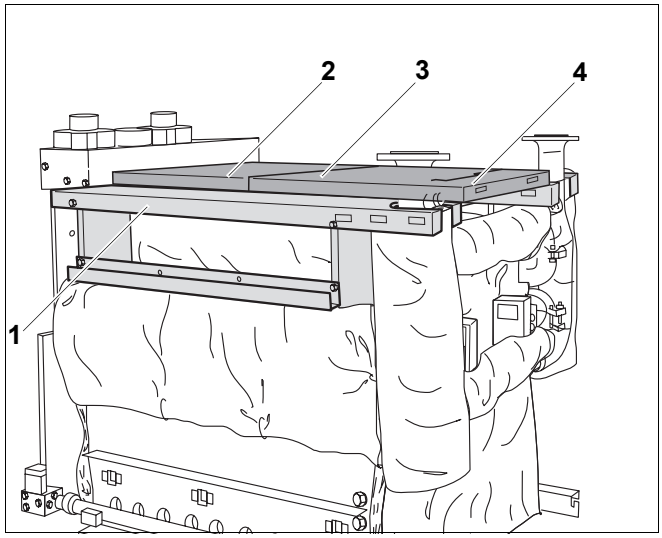

Rys. 75 Montaż pokryw kotła
- Nałożyć tylną pokrywę kotła (rys. 75, **poz. 2**) i przykręcić do bocznych pokryw kotła (rys. 75, **poz. 1**) śrubami z łbem płaskim 3,9 × 9,5. Od wielkości kotła 2 × 12 stosuje się także środkową pokrywę kotła (rys. 75, **poz. 3**), którą trzeba włożyć między przednią (rys. 75, **poz. 4**) i tylną pokrywę kotła (rys. 75, **poz. 2**).